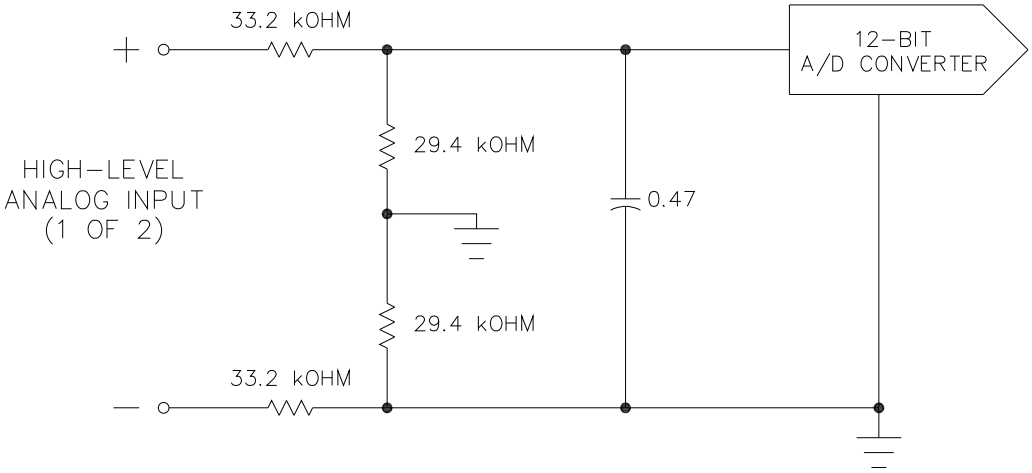

Figure 1-9. High-Level Analog Input
1. (2) high level inputs (Figure 1-9)